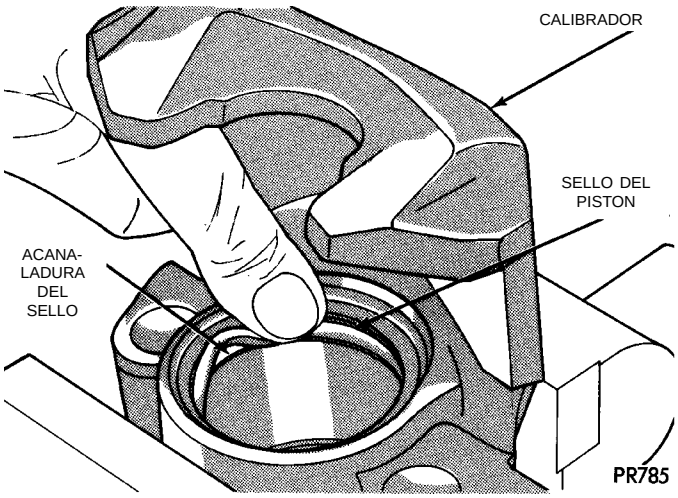

Fig. 178 Instalación del sello de pistón nuevo en el calibrador
(1) Inmovilice el calibrador en una mordaza (con casquillos protectores instalados en las mandíbulas de la mordaza).
(2) Sumerja el sello del pistón nuevo en líquido de frenos limpio e instálelo en la acanaladura del hueco del calibrador. Debe colocarse el sello en una zona de la acanaladura y hacerlo girar suavemente en la misma (Fig. 178), únicamente con los dedos, hasta que esté correctamente asentado. **NUNCA UTILICE UN SELLO DE PISTON USADO.** Asegúrese de que las garras estén limpias y que el sello no esté torcido o enrollado (Fig. 178).
(3) Aplique una capa de líquido de frenos limpio a la nueva cubierta del pistón, dejando una cantidad abundante dentro de la cubierta.
(4) Emplace la cubierta guardapolvo sobre el pistón después de revestirla con líquido de frenos.